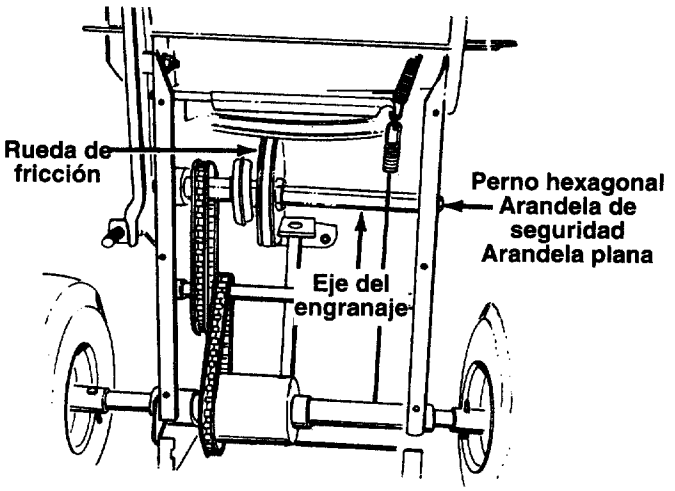

FIGURA 24.
- Retire el eje del engranaje de la unidad retirando los pernos hexagonales, las arandelas de seguridad y las arandelas planas de cada lado del chasis. Vea la figura 24. Sujete el conjunto de la rueda de fricción y deslice el engranaje fuera de la unidad hacia el lado derecho.